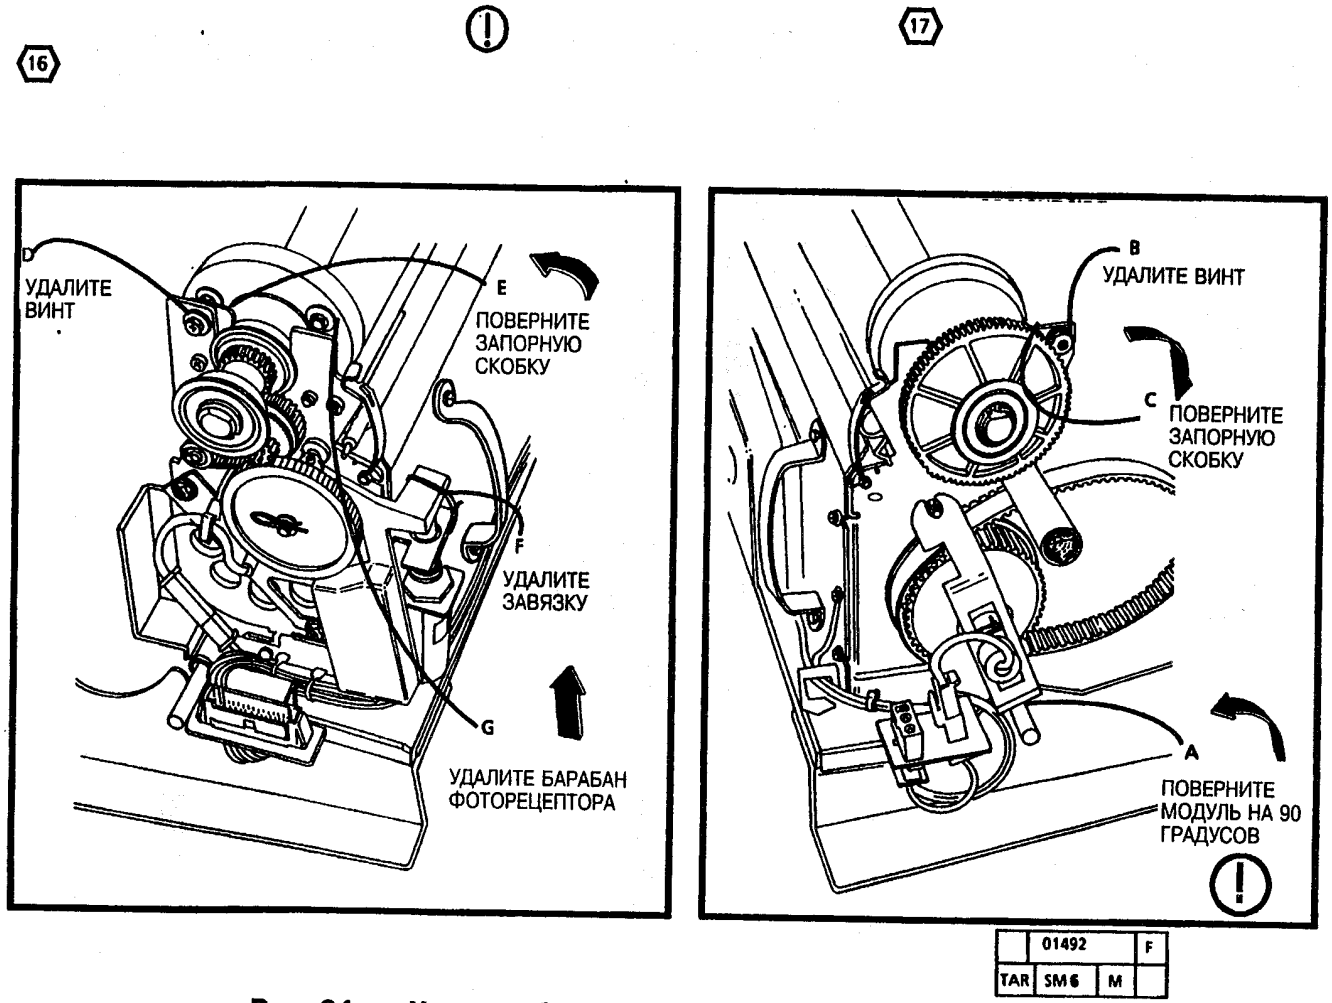

Рис. 24. Удалите барабан фоторецептора
25. (Рис. 24): Удалите барабан фоторецептора.